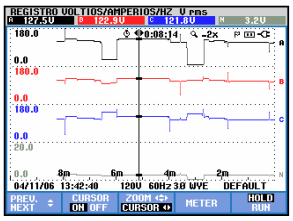

Figura 19-5. Visualización de la tendencia, cursor activado
- Pulse F2 para activar el cursor. Utilice las teclas de flechas hacia la izquierda/hacia la derecha para mover el cursor horizontalmente por las tendencias. El valor de las tendencias en la posición del cursor aparece en el encabezado de la pantalla, como muestra la figura 19.5. Observe que la actualización de la pantalla se detiene en ese momento y, sin embargo, el registro de datos continúa. La tendencia puede registrar un máximo de seis pantallas, pudiendo acceder a ellas una a una. Al situar el cursor al extremo izquierdo o derecho de la pantalla, se abre la siguiente pantalla en el área de visualización.